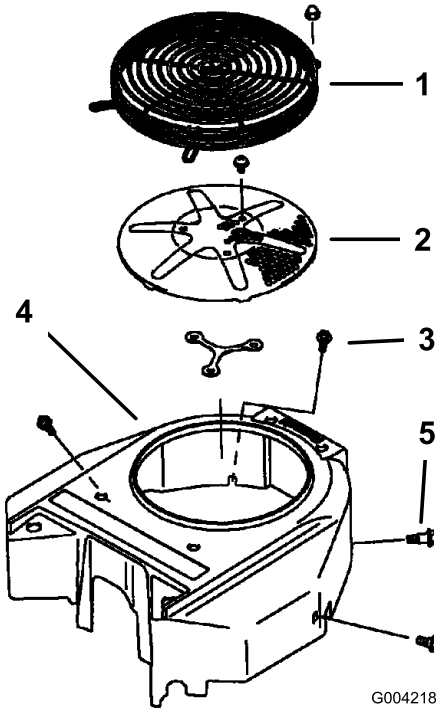

Figur 60
3. Afmonter luftindtagsskærmen og ventilatorhuset (Figur 60).
5. Installer luftindtagsskærmen og dernæst tilbageslagsstarteren og ventilatorhus (Figur 60).